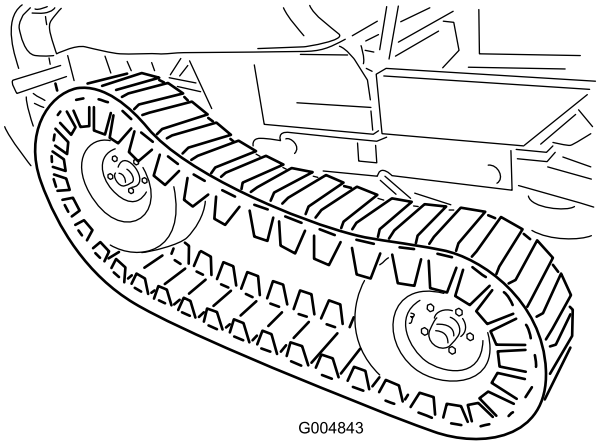

**Rysunek 120**
48. Korzystając z pomocy pomocnika, unieś przednią część gąsienicy na tyle, aby, zachowując ostrożność, móc założyć przednie koła (Rysunek 120).